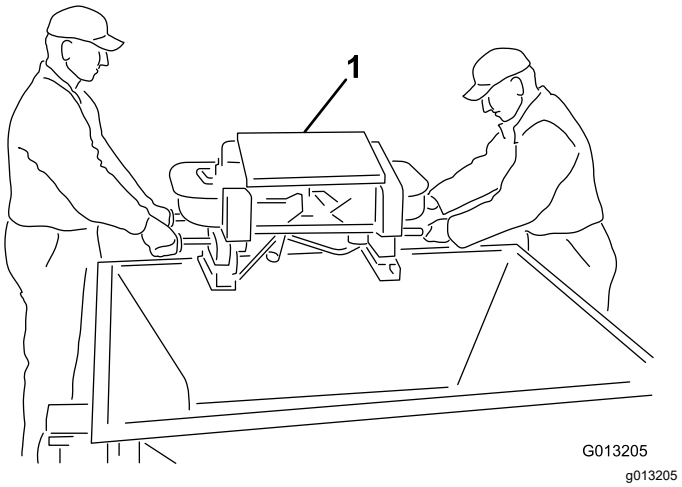

Figuur 5
4. Til de dubbele spinner uit de hopper met behulp van de buitenste handgrepen, en zet de dubbele spinner op de grond (Figuur 5).